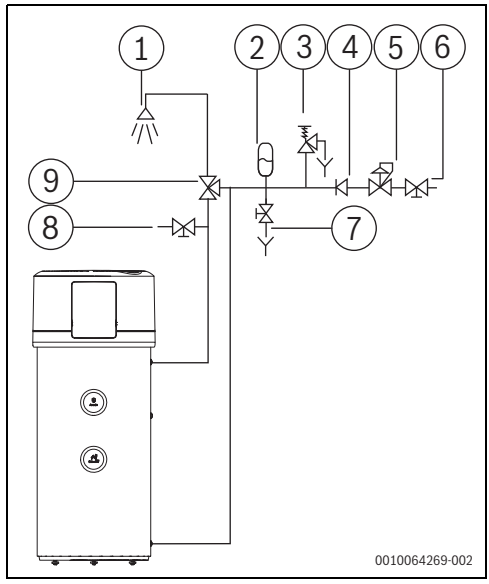

Bild 24 Empfohlene hydraulische Anschlüsse
- Es ist unbedingt erforderlich, dass ein auf maximal 0,8 MPa (8 bar) geeichtes Sicherheitsventil am Zulaufrohr in der Nähe des Kaltwassereintritts des Geräts installiert wird; siehe Bild 24.
- Ein Ventil am Austritt installieren, damit Luft in den oberen Teil des Speichers eindringen kann, falls der Speicher für die Durchführung von Wartungsarbeiten entleert werden muss; siehe Bild 24.
Hauptabsperrventil niemals schließen, während die Anlage in Betrieb ist (→Abb. 24).
- Ein Soleausdehnungsgefäß am Kaltwasseranschluss installieren (→ Abb. 24).